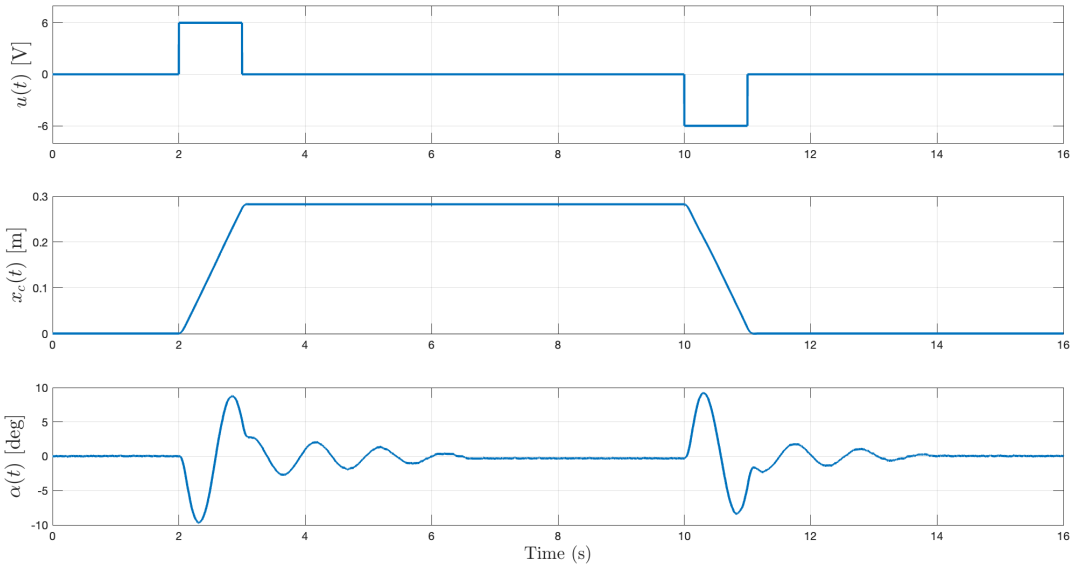

Figure 2: Experimental data from a pulse response of a cart-pendulum system pointing downwards.
d) One of the benefits using a cart-pendulum pointing downwards is that the equilibrium point, $\alpha = 0$, is stable. This allows one to excite the system by applying a pulse input and then record its response in terms of position displacement and angle oscillation. In your lab setup, apply a positive and negative pulse to displace the cart and introduce an oscillation to the pendulum. You should obtain an experimental result similar to the one depicted in Fig. 2. This will result in the following data-set: